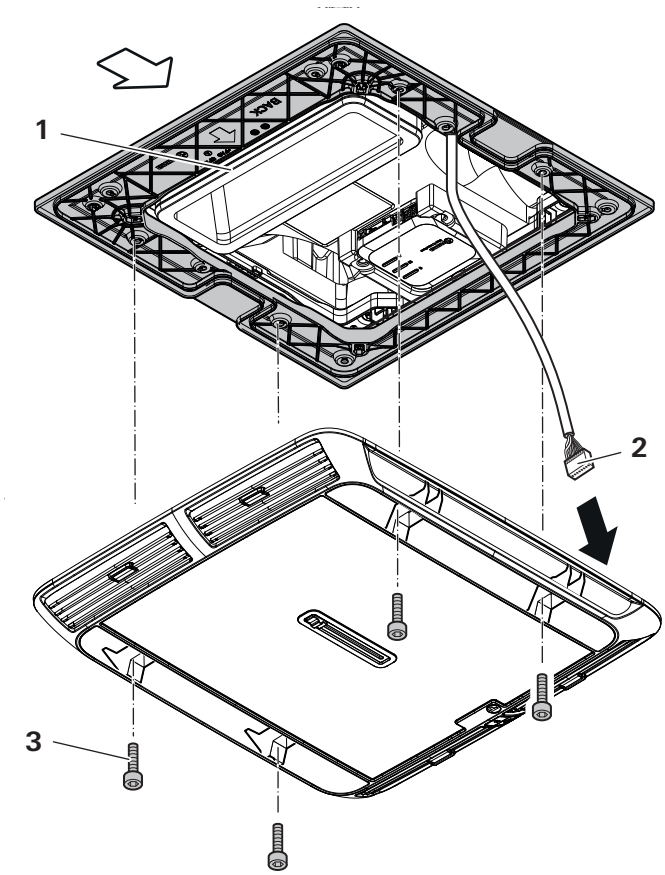

Fig. 26
► Screw the air distributor to the mounting frame, using 4 screws (Fig. 26-3) (supplied) (Fig. 26). Tighten the screws with a torque of 2 Nm.